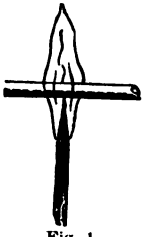
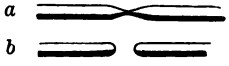
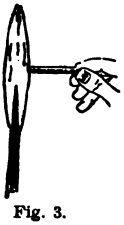

Fig. 1.
Fig. 2.
Fig. 3.
Take a piece of ignition tubing 20 or 25^{cm} long, hold it *steadily* in the Bunsen flame *just above the inner greenish cone* (Fig. 1), and rotate it. When it begins to soften draw it out slightly (Fig. 2, *a*) and raise it a little in the flame. Do not pull or twist the glass, but *let the heat gradually separate it*, so as not to have long threads attached. Do not let the hot end of the glass touch any object till it becomes cool. The ends may be rounded (Fig. 2, *b*) by holding and rotating them in the edge of the flame (Fig. 3).
Weld the ends of a piece of glass tubing about 20^{cm} long and 6^{mm} in diameter by holding each end successively in a Bunsen flame above the green cone (Fig. 3), and rotating it constantly till the openings are sealed. Use care in cooling it, as before.
3. Round the ends of each tube by holding their tip ends for a minute in a Bunsen flame (Fig. 3), and when they are cool test the result with the fingers. For their use, see Exp. 38, Fig. 32.
3. Rubber stoppers may be used instead of cork, thus saving much time in preparation. To insert a tube in a rubber stopper, *wet both the tube and the orifice of the stopper.* Tubes should be detached from rubber stoppers when you are through using them. Every tube before insertion in a stopper should have had its end rounded in the Bunsen flame (Fig. 3).